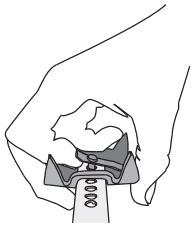

FIG. 1
1. Levez la pince à l'aide de l'index **(FIG. 1)**.